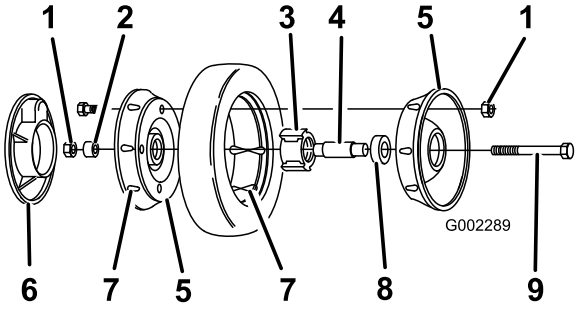

Рисунок 32
3. Отверните болт, снимите разделитель колес и контргайку крепления колеса к поворотному рычагу (Рисунок 32).
4. Отделите половины колеса от шины, отвернув 4 болта с 4 контргайками (Рисунок 32).
Примечание: Если вы снимаете подшипники с узла подшипника/ступицы, снимите их, нажав на разделитель подшипника (Рисунок 32).
1. Расположите шину на одной половине колеса, совместив выступы на каждом из этих компонентов (Рисунок 32).
2. Поместите узел подшипника/ступицы в центральное отверстие половины колеса. Убедитесь в том, что опоры ступицы расположены поверх фланца отверстия (Рисунок 32).
3. Установите вторую половину колеса на узел подшипника/ступицы, совместите выступы колеса и шины и монтажные отверстия (Рисунок 32).
4. Используя два винта или болта с резьбой по всей поверхности (1/4-20 x 1,50 дюйма) и нефиксирующиеся гайки, скрепите, не затягивая, половины колес вместе. Вставьте винты или болты в противоположные отверстия (Рисунок 32).
5. Проверьте выравнивание всех деталей и затяните болты попеременно с разных сторон, чтобы обеспечить равномерное сжатие, пока половины колес не будут соединены друг с другом (Рисунок 32).
6. Вставьте ранее снятые два болта и 2 контргайки в оставшиеся отверстия половин колес и затяните. Отверните два длинных винта или болта и замените их двумя болтами и двумя контргайками (Рисунок 32).
7. Установите колесо на поворотный рычаг с помощью болтов, разделителя и контргайки. Убедитесь в том, что разделитель расположен между ступицей колеса и поворотным рычагом (Рисунок 32).